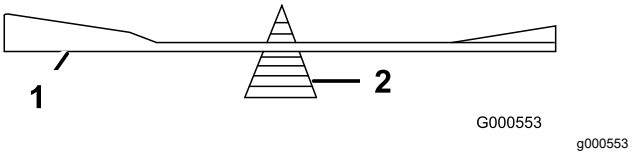

Figura 78
2. Verifique el equilibrio de la cuchilla colocándola sobre un equilibrador de cuchillas (Figura 78).